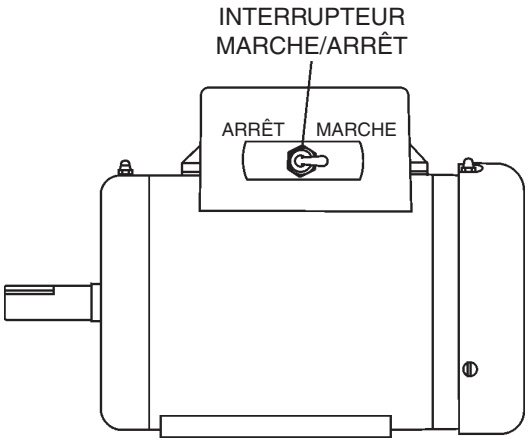

Figure 22. Interrupteur de marche/arrêt ON/OFF du moteur électrique
2. Pour démarrer le moteur électrique, mettre l'interrupteur de marche/arrêt ***ON/OFF*** sur la position ON (Figure 22).